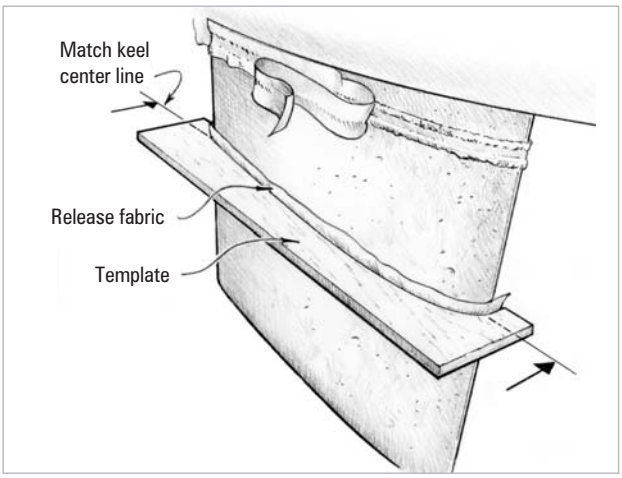

Figure 8-6 *Make an impression of each template profile in the epoxy mixture. Sand the excess mixture flush with the profile after the mixture has cured.*
6. Push the templates into the soft mixture to make an impression of the exact keel profile at each template location. To gauge the depth of the impression (height of the profile), push the template into the mixture until the centerlines marked on the template match the centerlines marked on the leading and trailing edges of the keel *(Figure 8-6)*. If an area of the ridge is too low to contact the template when it is properly aligned, squeeze the material under the release fabric upward so it comes in contact with the template. When you're satisfied, carefully remove the template, leave the release fabric in place, and allow the mixture to cure thoroughly.